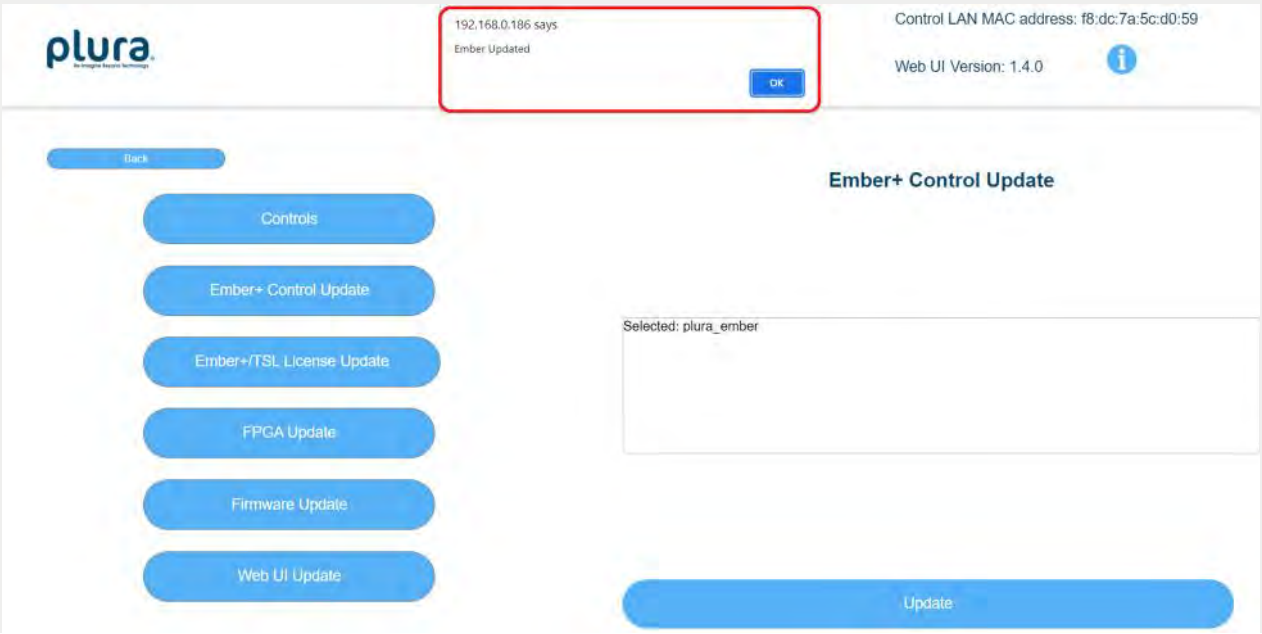

Figure 12. Notification Pop-Up
- Once the file is uploaded, a pop-up window will appear on the screen which reads "192.168.0.186 (IP address) says Ember Updated" (Figure 12 below).